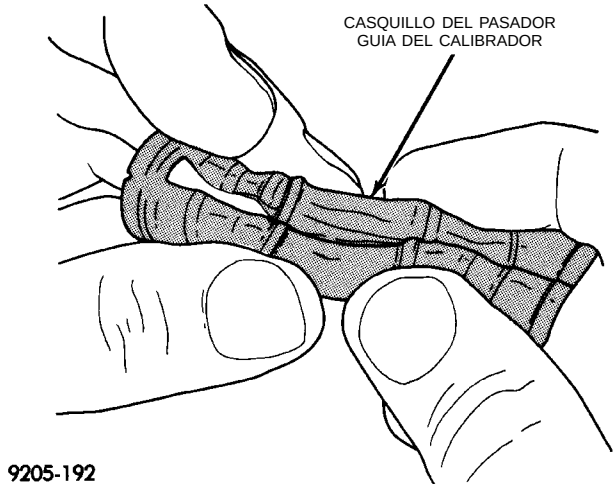

Fig. 170 Casquillo del pasador guía del calibrador doblado
(1) Doble el casquillo a lo largo, por la mitad, en la sección sólida del medio del casquillo (Fig. 170).